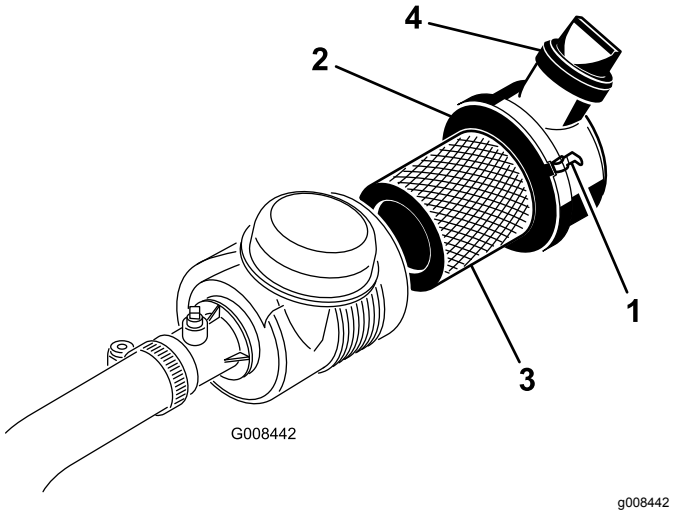

Rysunek 38
1. Zwolnij zaczepy mocujące pokrywę filtra powietrza do obudowy filtra powietrza (Rysunek 38).
7. Załóż pokrywę i zamocuj za pomocą zaczepów (Rysunek 38).